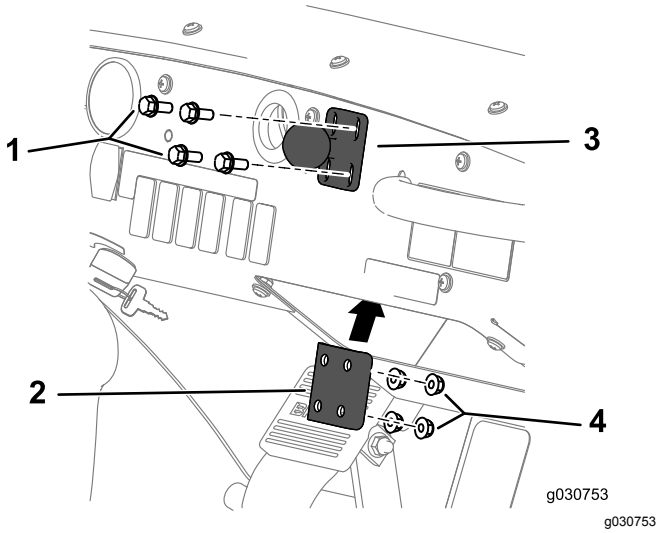

Figur 152
1. Montera kultappsfästet på instrumentbrädan med de fyra skruvarna (1/4 x 1 1/2 tum), förstärkningsplattan och flänslåsmuttern (1/4 tum) enligt Figur 152.